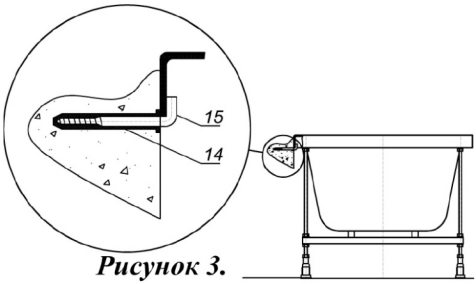

Рисунок 3.
3.Установка ванны (рисунок 3).